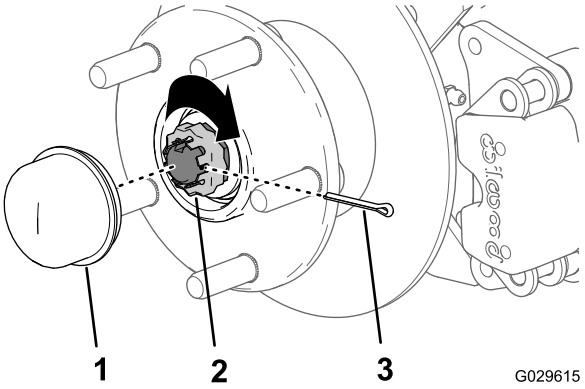

Figuur 36
8. Monteer de borgschroef over de moer en controleer de uitlijning van de gleuf in de schroef en de opening in de as voor de borgpen (Figuur 36).
9. Monteer de borgpen en plooi beide uiteinden rond de borgschroef (Figuur 36).
10. Plaats de stofkap op de naaf (Figuur 36).